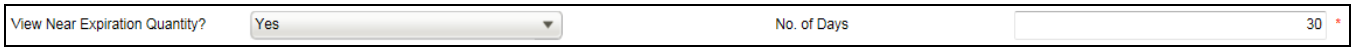

Figure 3.2-3 View Near Expiration Quantity?
- *User is allowed to select **View Near Expiration Quantity?** As 'Yes'. If the selection is 'Yes', user has to enter value in the 'No of Days' field as shown in Figure 3.2-3*